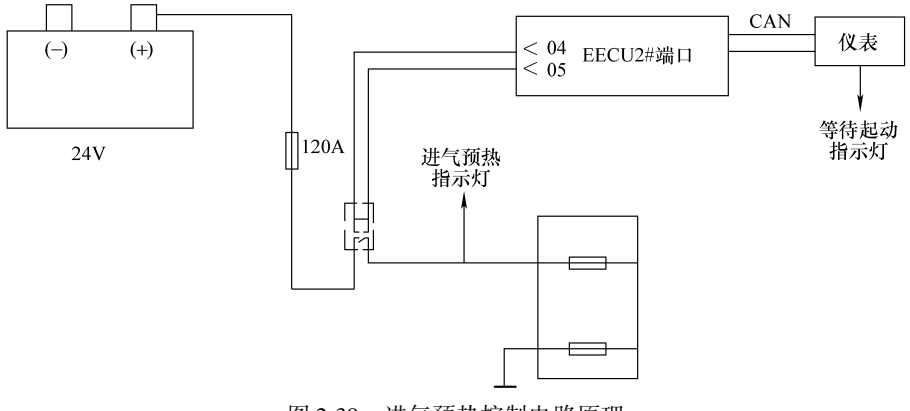

图 2-39　进气预热控制电路原理
① 发动机电控系统根据冷却液温度或气温(取最低值)低于 5℃，在低温起动发动机时，自动提升怠速转速，以加快暖机时间。与此同时，排气制动激活，间歇性通电工作，排气制动指示灯闪烁。
② 如果冷却液温度高于 6℃或踩下加速踏板超过设定值，快速暖机结束，发动机由高怠速运转回到正常怠速运转。
③ 如果冷却液温度低于 50℃，EECU 将发动机转速锁定在 1580r/min 以下运转，以防止发动机各配合副在未达到良好润滑条件时高转速运转导致磨损加剧。温度不同其锁定时间不同。当温度达到或时间达到后，快怠速暖机退出。低温起动发动机时，快怠速暖机可以保护发动机。
④ 进气预热控制电路原理见图 2-39。